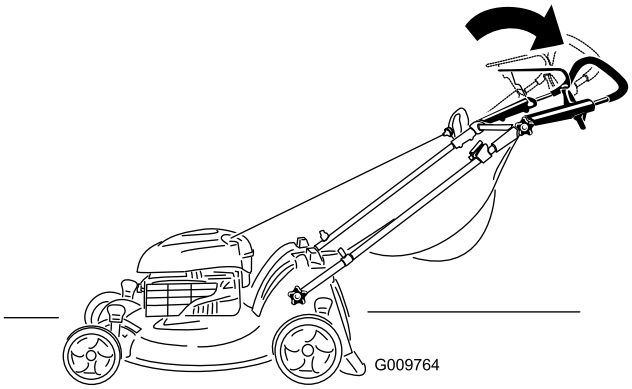

Bild 13
2. Positionieren Sie den oberen Bügel nach Wunsch (Bild 13).